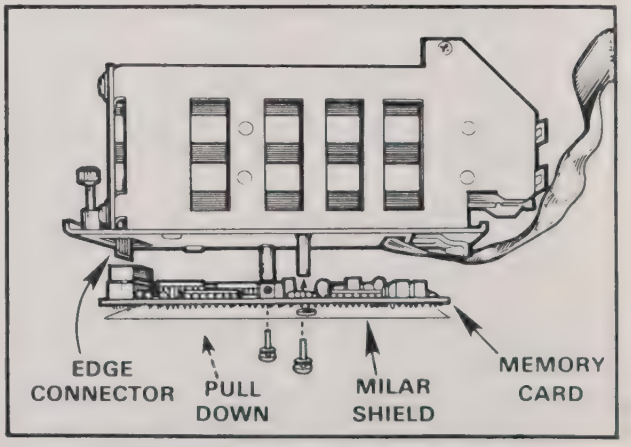

Figure 4-4. Memory Card Removal
13. Remove the two screws and shield, and pull the memory card down to unplug it from the edge connector (as shown in figure 4-4).
1. Plug the memory card onto its edge connector as shown in figure 4-4.